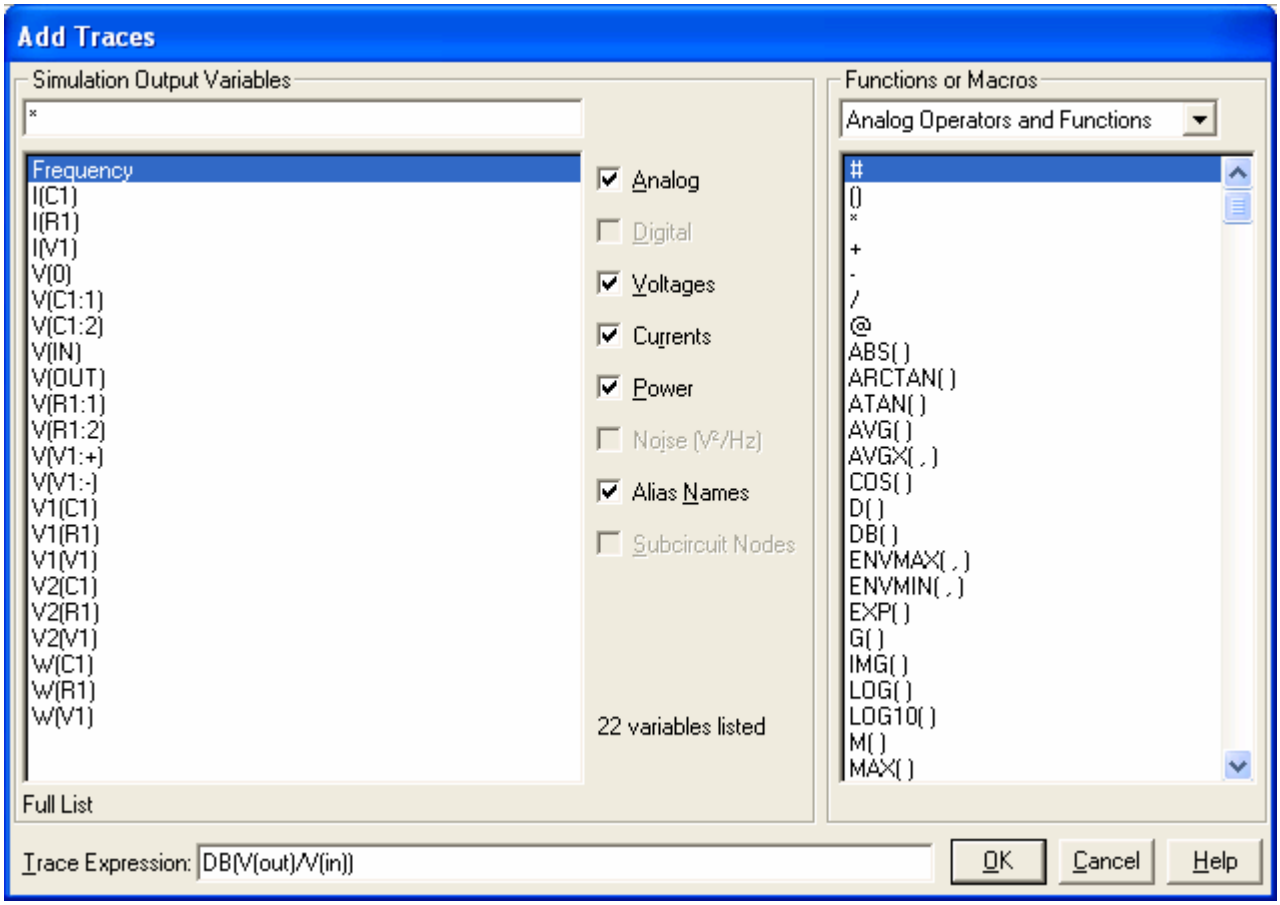

Figure 10: The **Add Traces** window
19. Run the simulation (**PSpice → Run**). The simulation results window will pop up, but the graph will be blank. We need to add the traces that we want to view to the graph. Choose **Trace → Add Trace…** from the menu bar, which will bring up the **Add Traces** window (Fig. 10). Add the expression we want to plot in the Trace Expression field: **DB(V(out)/V(in))**. This tells the program to plot the result of (voltage at net alias **out** / voltage at net alias **in**) in decibel units, as a function of frequency. Click **OK** to view the result. Print the simulated result and include in your lab report. Does the simulated result match your measured result?